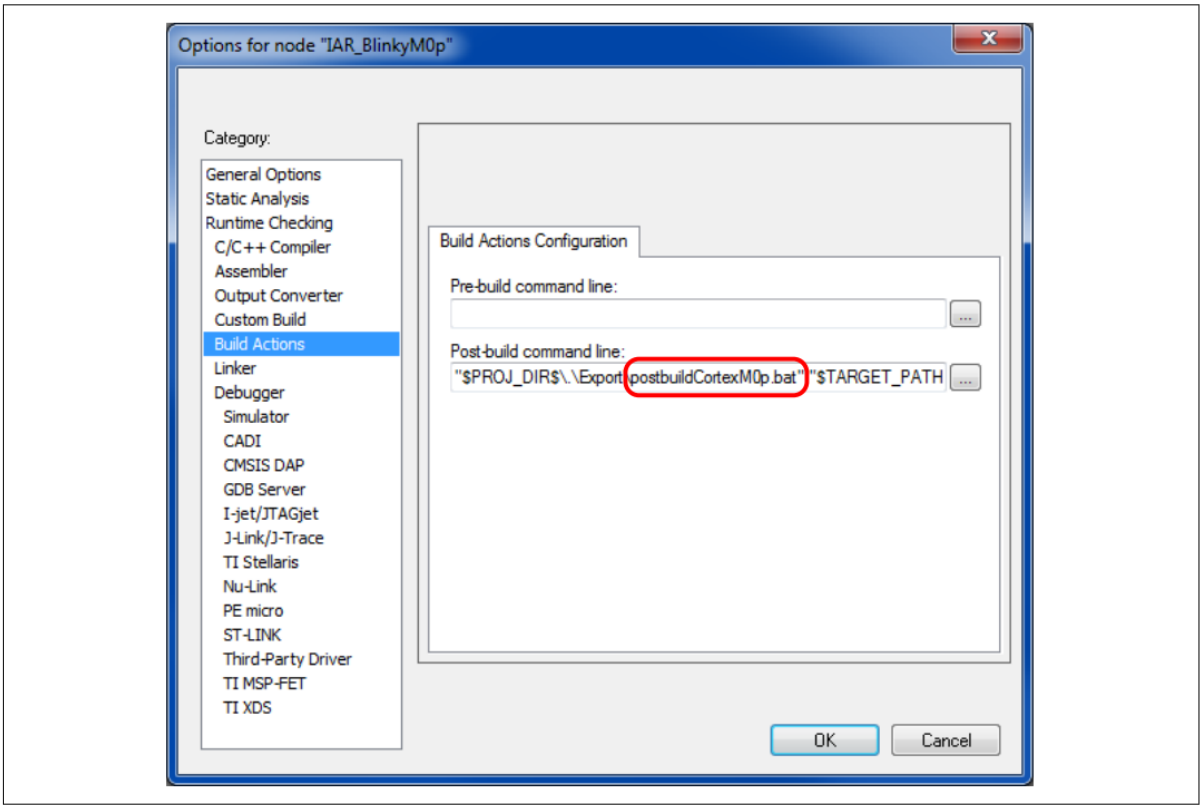

**図 34　　PSOC™ Creator ポストビルドバッチファイルの選択**
プロジェクトが作成されたので、次にそのオプションを設定する必要があります。プロジェクトを右クリックして、**Options...**を選択してください。図 34 に示すように、Options ダイアログの **Build Actions** セクションで `postbuildCortexM0p.bat` が呼び出されることを確認してください。
- **Build Actions** セクションで、`postbuildCortexM4.bat` が呼び出されることを確認してください。図 34 を参照してください。